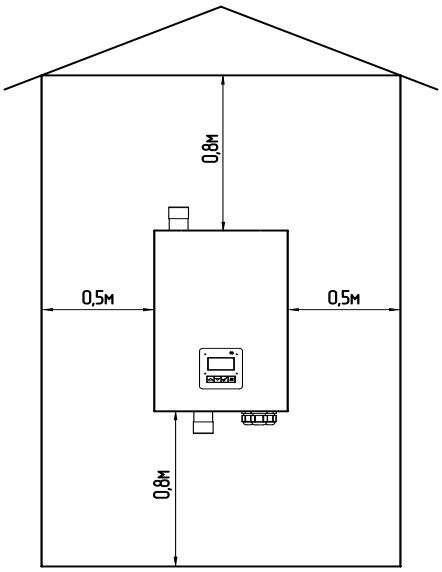

**Рис.4 Схема установки котла**
6.2. При монтаже котла необходимо выдерживать минимальные расстояния до стен, пола и потолка, указанных на Рис.4. Расстояния необходимо соблюдать для удобства эксплуатации и сервисного обслуживания.